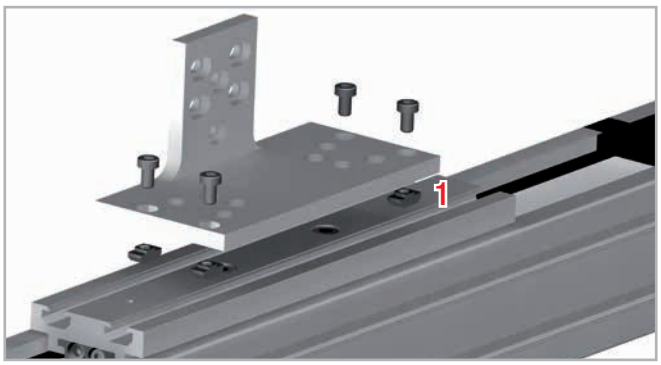

Abb. 93
1. Führen Sie die zu verwendenden Schrauben für die Verbindung mit Einheit 1 in die vorbereiteten Bohrungen ein (s. Abb. 93).